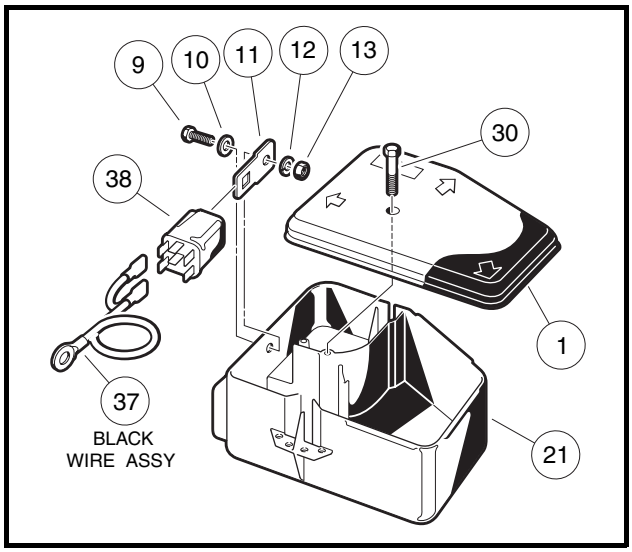

Figure 12-31 Relay Assembly – Key-Start Vehicles
2. Remove electrical component box cover **(Figure 12-31, Page 12-29)**.
3. Remove the mounting bolt (9), washer (10), lock washer (12), and nut (13) from the relay (38).
4. Lift the relay and mounting bracket (11) out of the electrical component box (21).
5. Disconnect the wires from the terminals. Slide the relay off the mounting bracket (11).
1. Slide the relay (38) onto the mounting bracket (11) until the relay is locked in place.
2. Connect the wires to the terminals on the relay **(Figure 12-31, Page 12-29)**.
3. Secure the relay and mounting bracket to the electrical component box. Tighten hardware to 22 in-lb (2.5 N·m) **(Figure 12-31, Page 12-29)**.